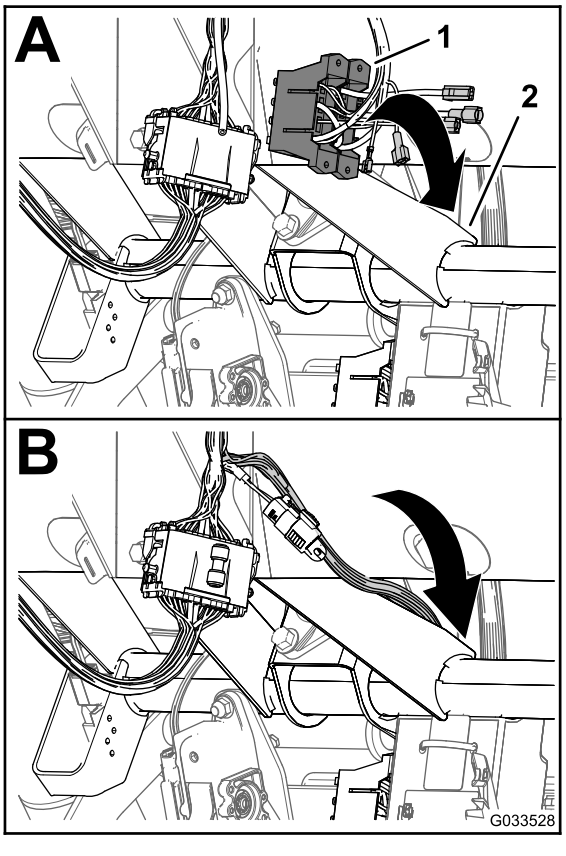

Figur 24
1. Ved kontrollkonsollen for sprederen, før grenen med sikringsblokker på den fremre ledningssatsen mellom bunnen av instrumentpanelet og maskinchassisets kryssrør, og ned mot den fremre siden av maskinens sikringsblokk (Figur 24).